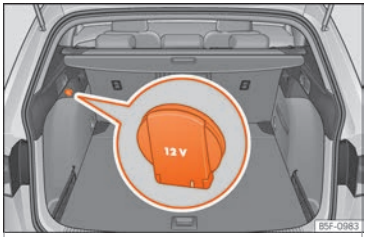

Fig. 170 Detailed view of the side trim in the boot: 12-volt power socket (applies only to the LEON ST model).
– Lift the power socket cover ››› Fig. 170.